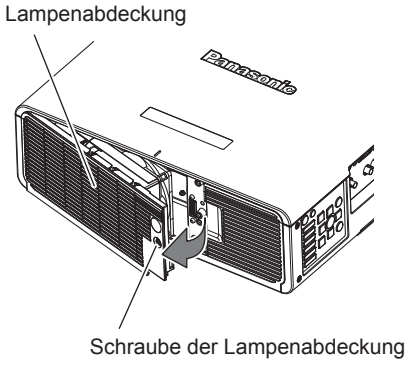

Abb. 1
**1) Nehmen Sie die Lampenabdeckung ab. (Abb. 1)**